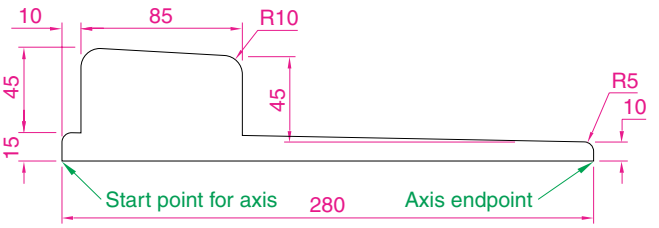

Fig. 13.15 First example – **Revolve**. The closed pline
1. Construct the closed polyline in Fig. 13.15.